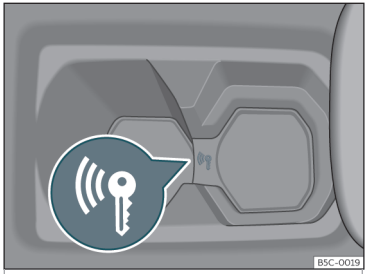

Fig. 135 En la consola central: arranque de emergencia.
- Inmediatamente después de presionar el pulsador de arranque, ponga la llave en el portabebidas de la consola central ››› **fig. 135**, lo más cerca posible del logo *Kessy*.